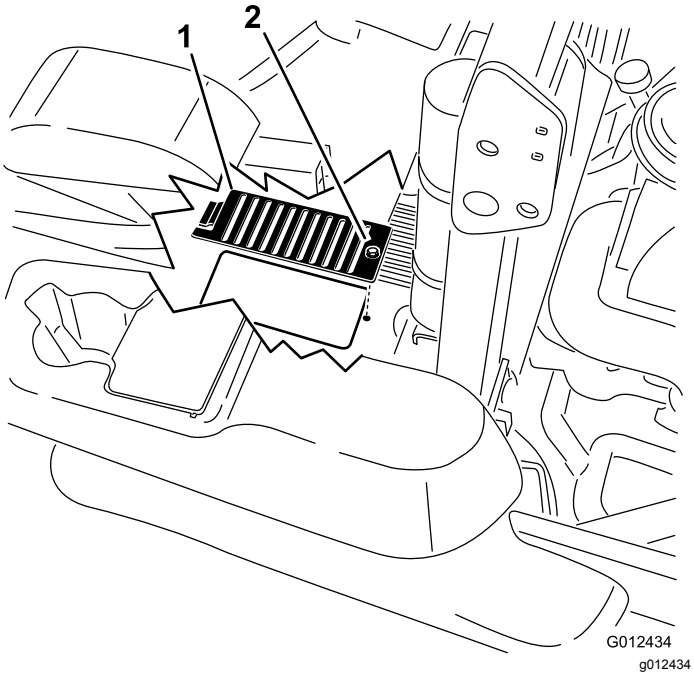

Figura 81
6. Retire la cubierta de cada varilla y el perno que está sujeto a la cubierta. Limpie alrededor de cada varilla y cada unidad hidráulica (Figura 81).